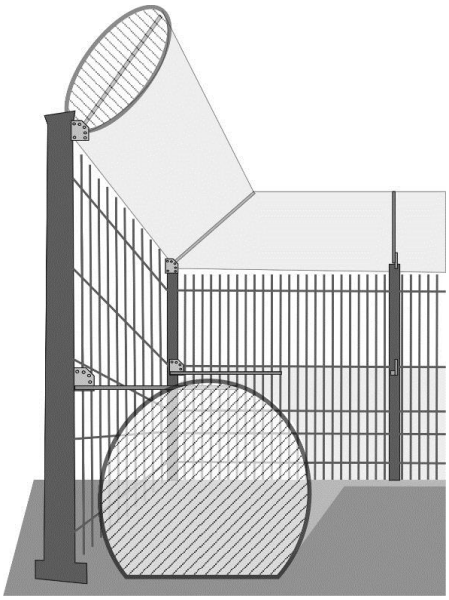

Рис. 1.3
1.5 Извещатель может монтироваться на открытой пересеченной или ровной местности, ЗО высотой до 2 м, у полотна или в верхней части заграждения (Рис. 1.3).